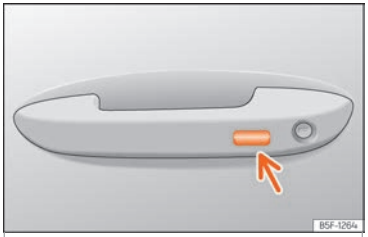

Fig. 100 Poignée de porte : surface sensible.
- **OU** à l'aide du système Keyless Access* (verrouillage uniquement) : Appuyez un doigt pendant quelques secondes sur la surface sensible de verrouillage ››› **fig. 100** (flèche) de la poignée de porte jusqu'à ce que les vitres et le toit ouvrant* se ferment. Si vous cessez de toucher la surface sensible, la fonction d'ouverture/fermeture s'interrompt.
- Appuyez un doigt pendant quelques secondes sur la surface sensible de verrouillage ››› **fig. 100** (flèche) de la poignée de porte jusqu'à ce que le toit ouvrant se ferme. Si vous cessez de toucher la surface sensible, la fonction d'ouverture/fermeture s'interrompt.